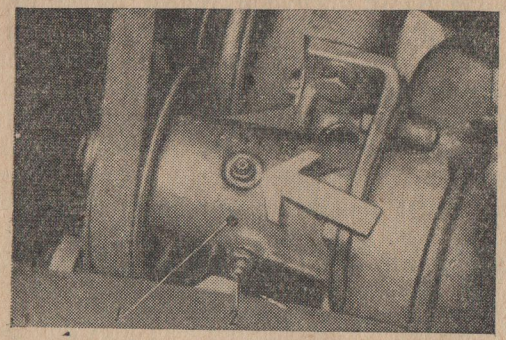

Рис. 72. Пресс-масленка подшипников вала водяного насоса:
1) подшипник вала водяного насоса (рис. 72); одна пресс-масленка;